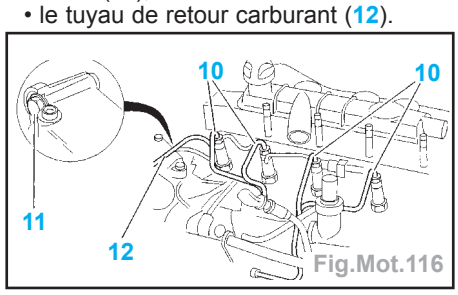

Fig.Mot.116
- Déposer (Fig.Mot.116) :
- les faisceaux haute pression (10),
- la vis (11),
- le tuyau de retour carburant (12).